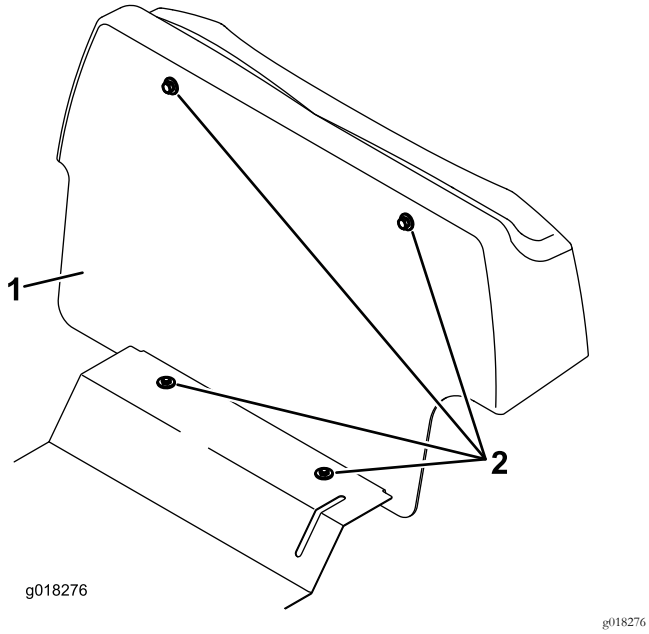

Figur 1
3. Fjern skilleveggen bak førersetet ved å skru ut de fire boltene (Figur 1).